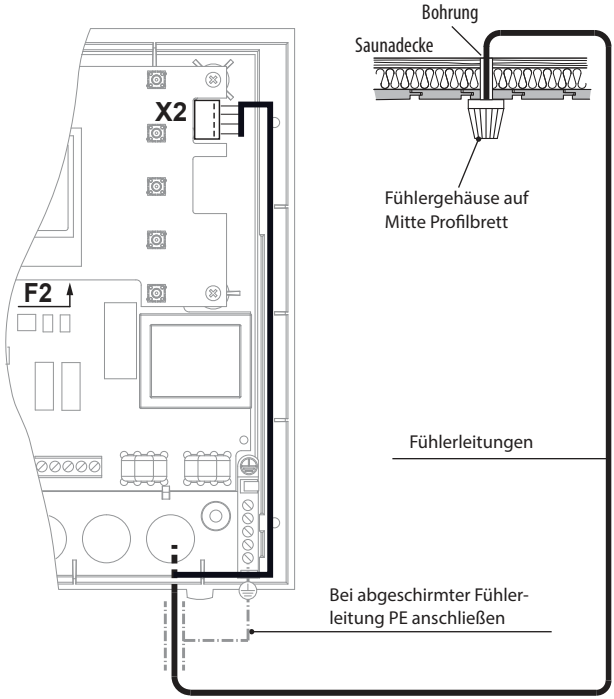
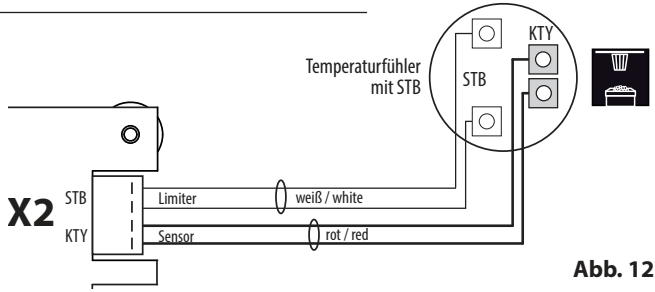

Abb. 11
Abb. 12
5. Führen Sie die Fühlerleitungen zum Steuergerät und führen sie durch die rechte Kabeleinführung in das Gerät. Verlegen Sie die Fühlerleitungen innerhalb des Steuergerätes wie in Abb. 11 gezeigt. Schließen sie die Fühlerleitungen gemäß Abb. 12 an. Hierzu wird der Stecker **X2** von der Platine abgezogen und nach dem Anschließen wieder eingesteckt.